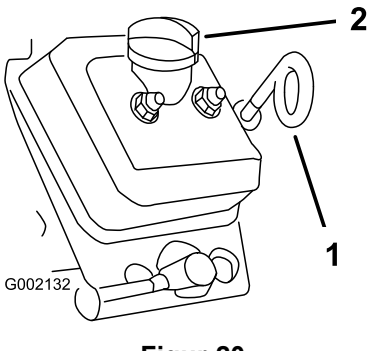

Figur 20
3. Rengør området omkring målepinden og påfyldningsdækslet (Figur 20) med en klud, så der ikke trænger snavs ned i målepindsrøret eller oliepåfyldningsstudsen og beskadiger motoren.
4. Fjern målepinden, og tør pindens ende ren (Figur 20).
5. Før målepinden helt ind i målepindsrøret (Figur 20).
8. Sæt påfyldningsdækslet på (Figur 20).
9. Sæt målepinden ordentlig i (Figur 20).